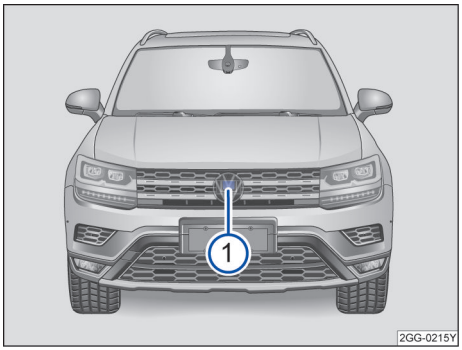

图 151 前部保险杠中：雷达传感器
为探测交通情况，前部保险杠中安装有一个雷达传感器→图 151 ①。因此可识别最远约 100 m 的前车。